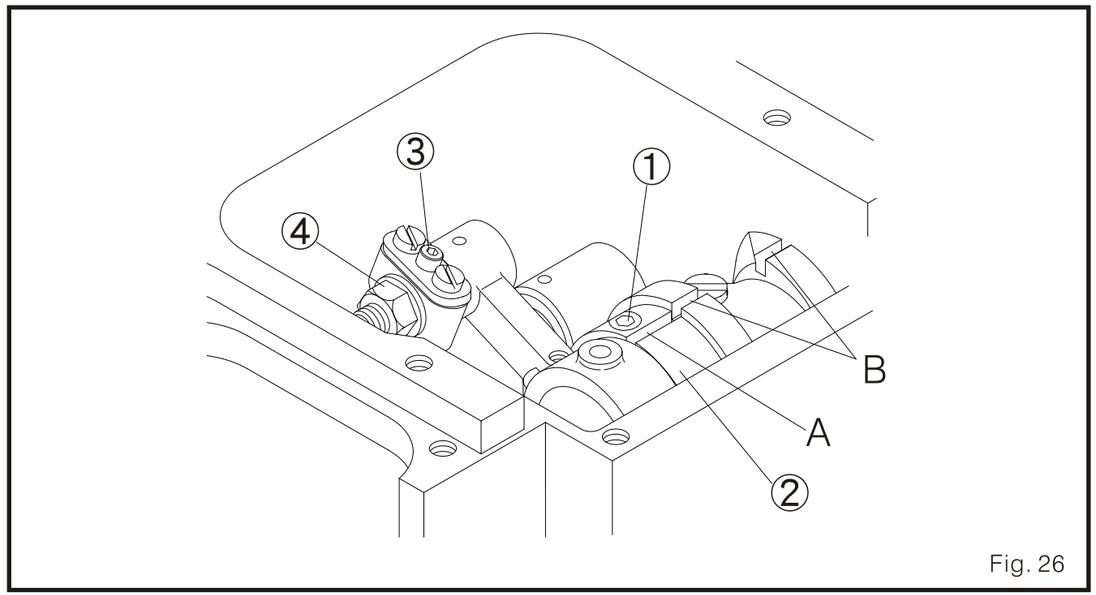

Fig. 26
Afloje el tornillo 1 y ajuste la ranura A del elíptico 2 para que este alineado con la ranura B del eje principal. (Fig. 26)
2. Usualmente, se ajusta el movimiento de golpe basado en el tamaño de agujas. Afloje la tuerca 4, y gire el tornillo 3 hacia el lado de las manecilla del reloj para disminuir el golpe de movimiento frontal/posterior, par aumentarlo haga lo contrario (Fig. 26)